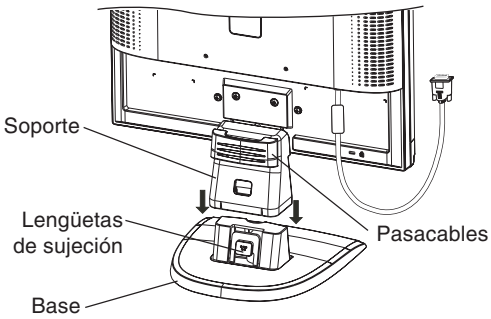

**Figura S.1**
1. Inserte la parte frontal del soporte del monitor en los orificios situados en la parte delantera de la base (**figura S.1**).
2. Conecte la base al soporte. La lengüeta de sujeción de la base debería encajar en el orificio de la parte posterior del soporte (**figura S.1**).
1. Conecte el pasacables a la base. Inserte los corchetes del pasacables en los orificios situados en la parte posterior del soporte y deslice el pasacables hacia abajo hasta que encaje en su sitio (**figura S.1**).